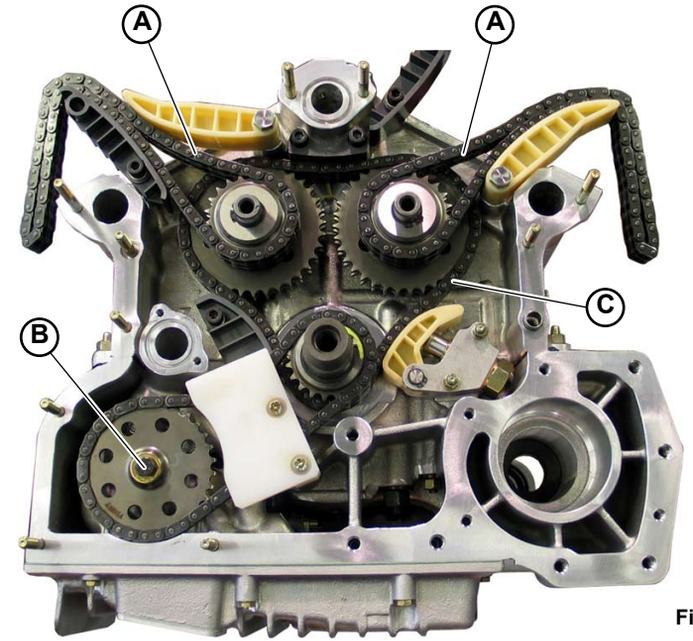

Fig.1
3. Unscrew the screw (**B-Fig.1**) and remove the toothed wheel and the chain.
7. Remove the chain (**C-Fig.1**).